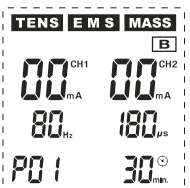

Abb. 13
(13) (B): Spezialprogramme für den Rücken (siehe Abb. 13)